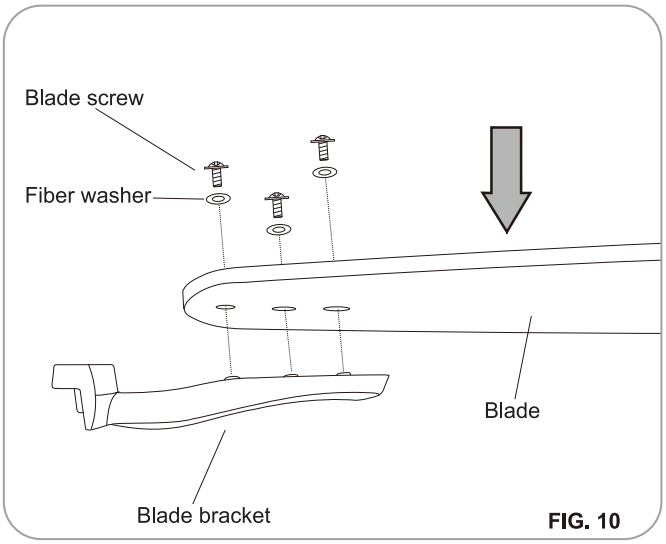

FIG. 10
Step 1. Attach the fan blades to the blade brackers by using three blade screws and fiber washers. Tighten screws and fiber washers securely.(Fig.10)